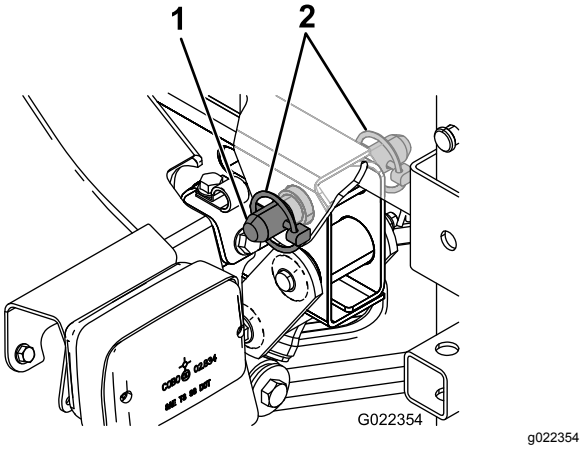

Figur 13
6. Rett inn hullene i svinghaken på baksiden av tankens gliderramme med hullene i dreierøret på planet ved enden av kjøretøyrammen (Figur 13).
7. Monter en kileformet splittpinne og to ringstifter på svinghengselen for å feste tankenheten på rammen (Figur 13).